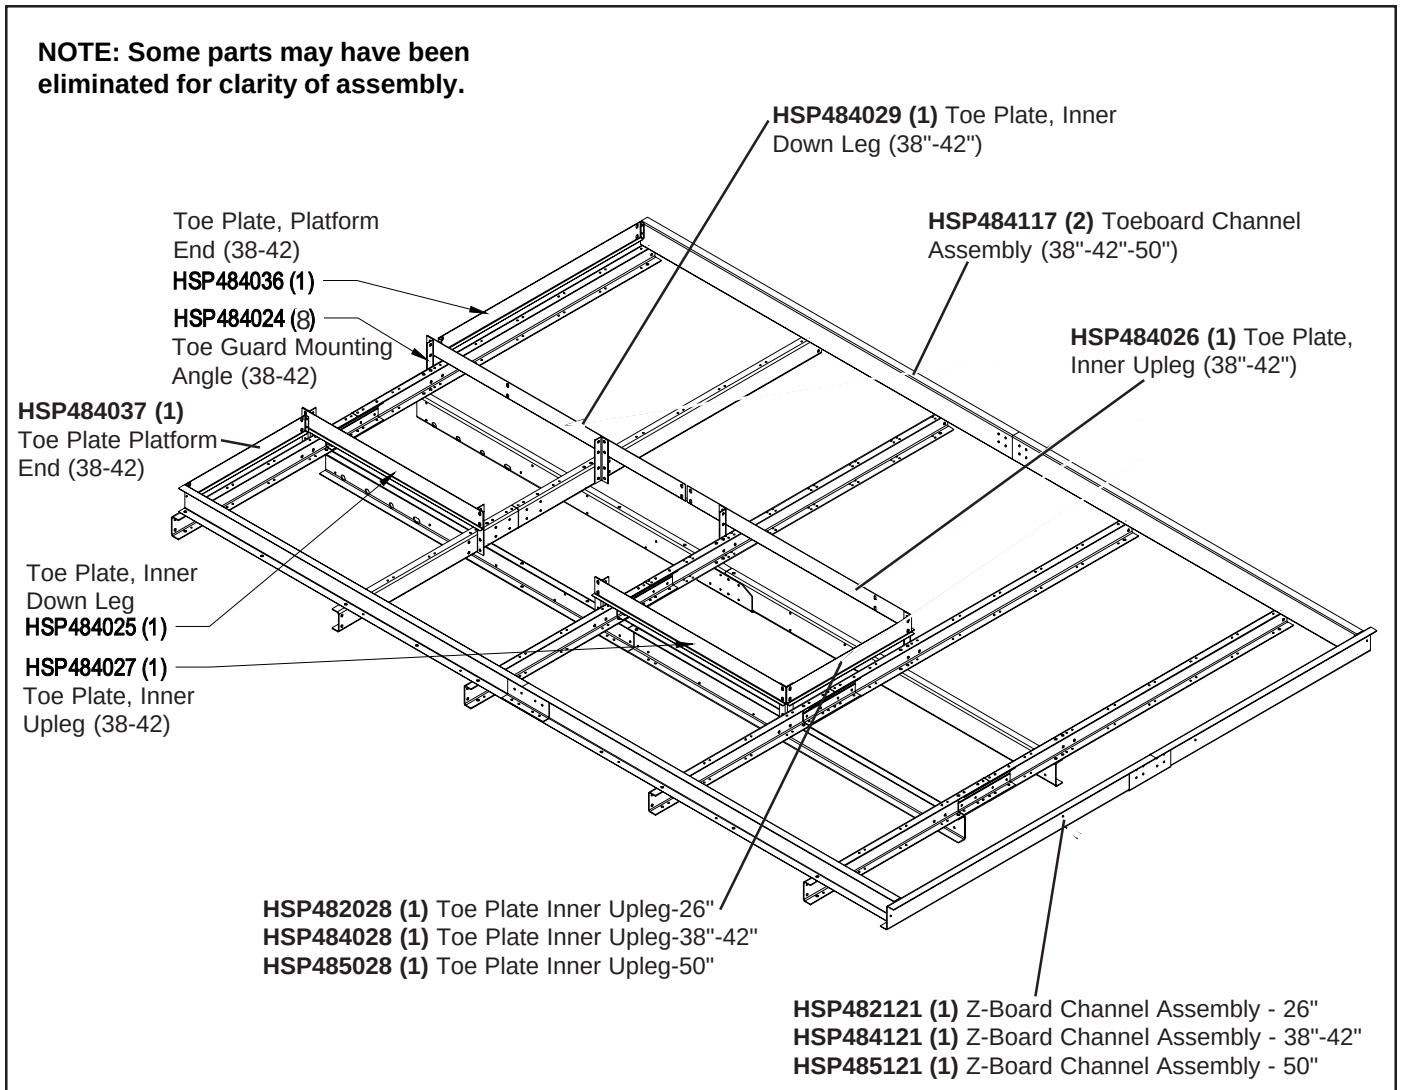

FIGURE 2-2
Now that cross members are attached to head assembly, the toe board channel assemblies (HSP484117) can be attached to the ends of the cross members using 1/2" x 1" hex bolts. After both toe board channels are in place the Z-board channels (HSP48x121) can be placed on the end of the toe board channels and bolted in place using 3/8" x 1" hex bolts. Now tighten all hardware. Attach the (8) toe guard mounting angles (HSP484024) to the cross members then attach the inner toe boards to the angles using 1/2" x 1" hex bolts. The inboard mounting for toe board HSP484036 – HSP484037 will be done when the hand rail post are assembled. (See Figure 2-2)